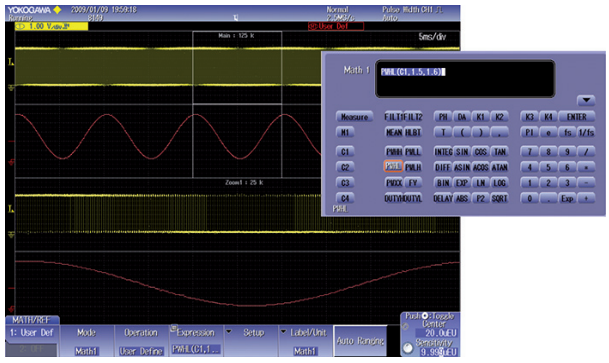

Figura 3
Las funciones PWHH, PWHL, PWLH, PWLL y PWXX miden la anchura de un pulso, desde un flanco ascendente o descendente hasta el siguiente flanco ascendente o descendente. De esta forma, "H" indica flanco ascendente, "L" descendente y "X" cualquiera de ambos. Aparte de la forma de onda, es necesario especificar otros dos parámetros más: los umbrales mínimo y máximo (Figura 2). Por lo tanto, estas funciones pueden usarse para demodular señales de control moduladas en anchura de pulso (PWM), típicas de inversores y variadores, así como señales moduladas en frecuencia (FM) de encoders de rotación, mostrando así el "movimiento real" (Figura 3) La función FV proporciona la inversa de PWHH, mientras que DUTYH y DUTYL calculan el porcentaje del ciclo de trabajo positivo y negativo, respectivamente.